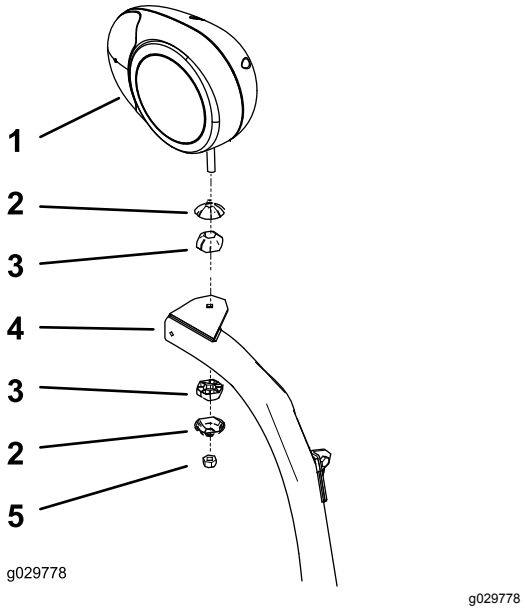

Figur 7
2. Fäst vänster och höger strålkastare vid strålkastarfästena (Figur 7) med de fästelement som medföljde strålkastarna.
4. Fäst vänster och höger strålkastarenheter vid strålkastarfästena (Figur 7) med de fästelement som medföljde satsen.